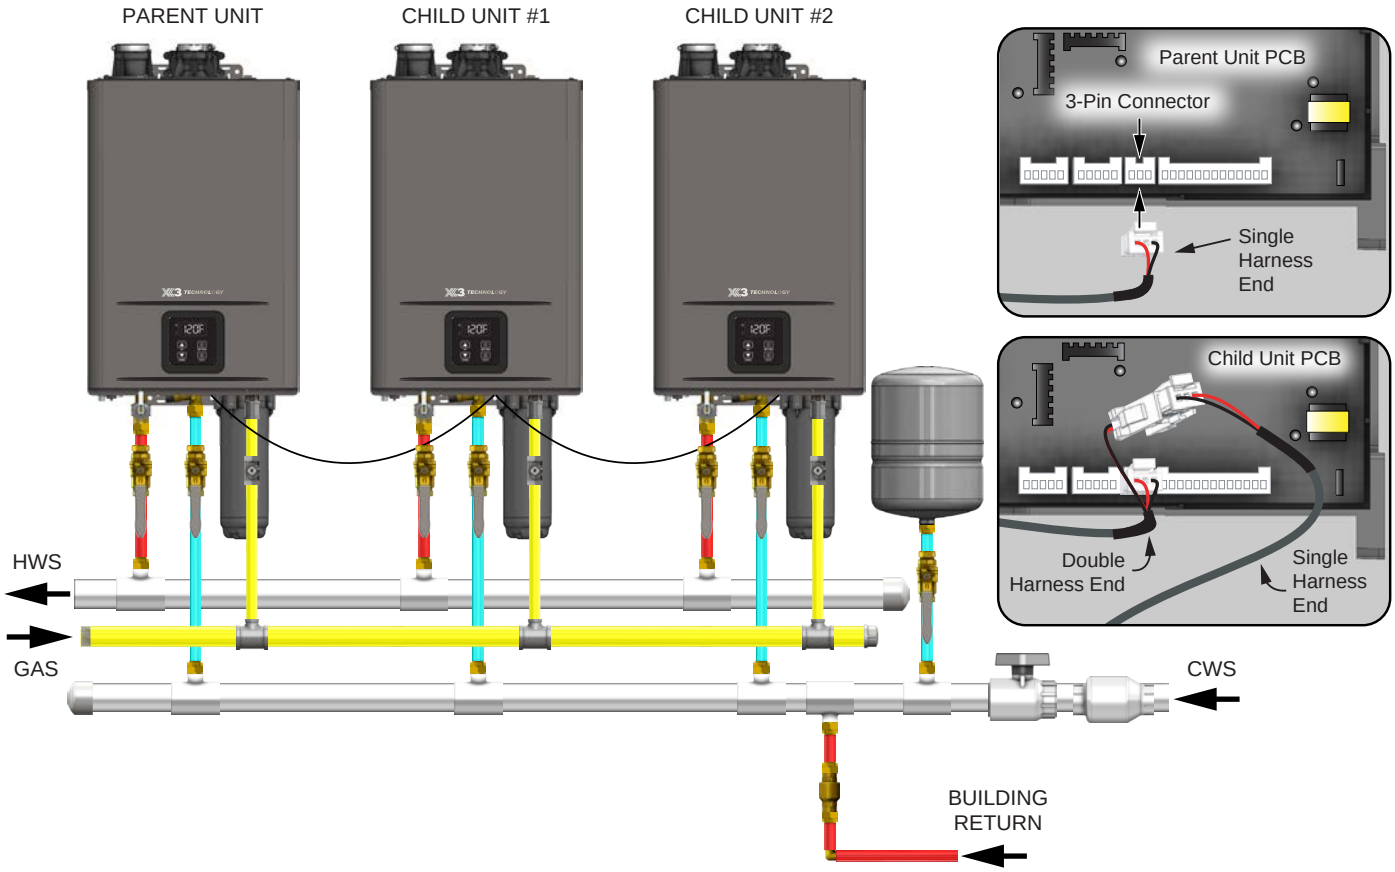

Figure 45 - Multi Unit Cascade Configuration
1. The Cascade system should be configured with the Parent water heater as either the first or last in the series of water heaters connected to the cold water supply. The Child units will follow sequentially. See Figure 45.
7. Use Figure 45 as a reference to locate the connection point for the Parent Cascade Unit. Use the single harness end of the Cascade Linking Cable to make the initial connection.
9. If more than one Child water heater is used then route the single harness end of the second Cascade Linking Cable through the rubber grommet on the bottom of the first Child water heater and connect it to the open harness on the first Cascade Linking Cable as shown in Figure 45.